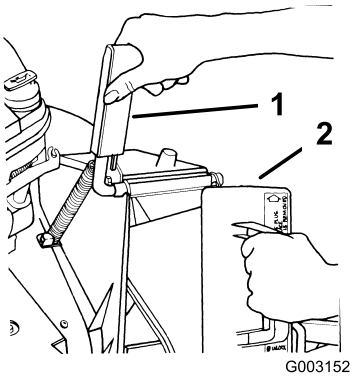

Рисунок 7
1. Откройте дверцу выброса, потянув за рукоятку вперед и переместив ее назад (Рисунок 7). Удерживайте рукоятку дверцы выброса для предотвращения ее закрытия под воздействием пружины, пока вы будете вставлять заглушку.
2. Так как заглушка немного шире, чем отверстие туннеля выброса, немного поверните заглушку по часовой стрелке, одновременно вставляя ее (Рисунок 7).